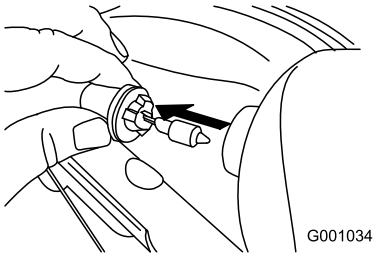

Figur 55
3. Dra lampan rakt ut på strålkastarens baksida (Figur 55).